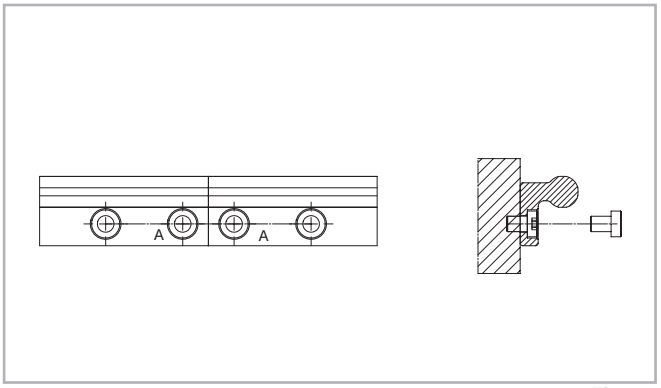

Fig. 27
(1) Fix the individual rails on the mounting surface by tightening all screws except for each last one on the rail joint.
(2) Install the end fixing screws without tightening them (see fig. 27).